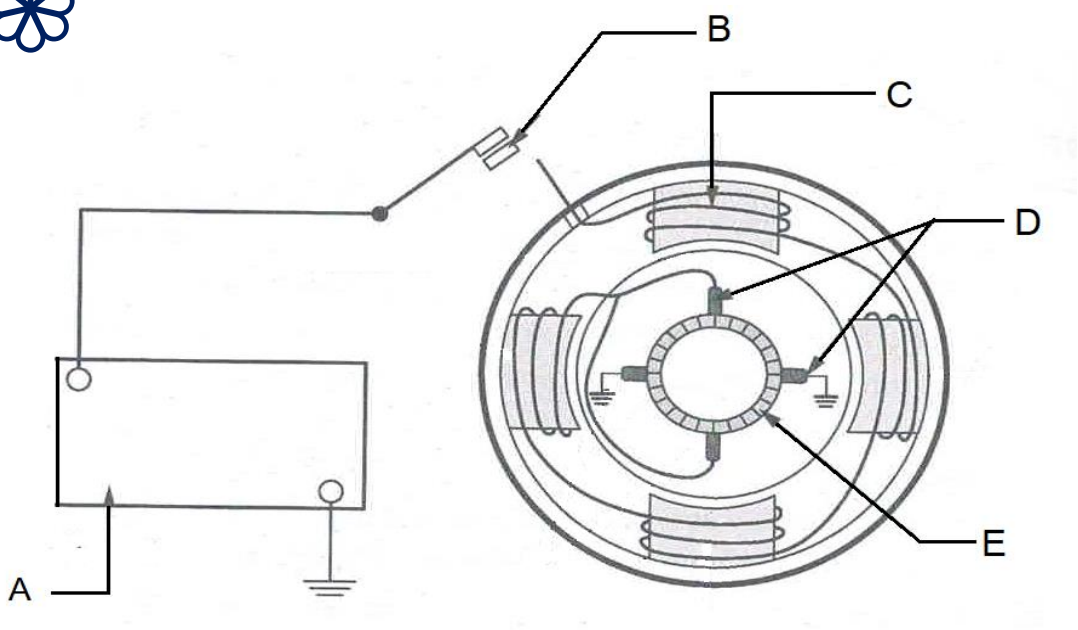

FIGURE 1
1.2 FIGURE 1 below, shows the wiring diagram of a starter motor. Identify and name the components ladled A to E in the answer book. (5)